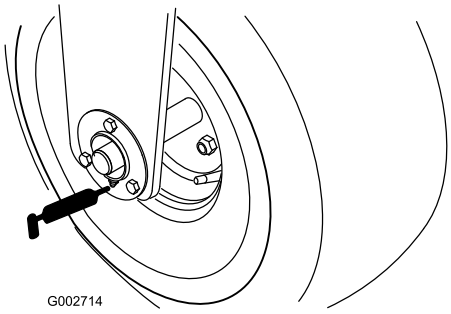

Figur 21
- Forhjulslager (1) (Figur 21)